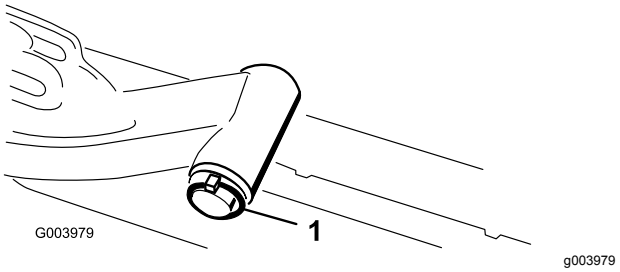

**Figur 12**
A. Fjern den ringstift og spændeskive, der fastgør løftearmens drejeaksel til løftearmen, og skub løftearmens drejegaffel ud af løftearmen (Figur 12).
C. Sæt løftearmens aksel ind i løftearmen, og fastgør den med spændeskiven og ringstiften (Figur 12).